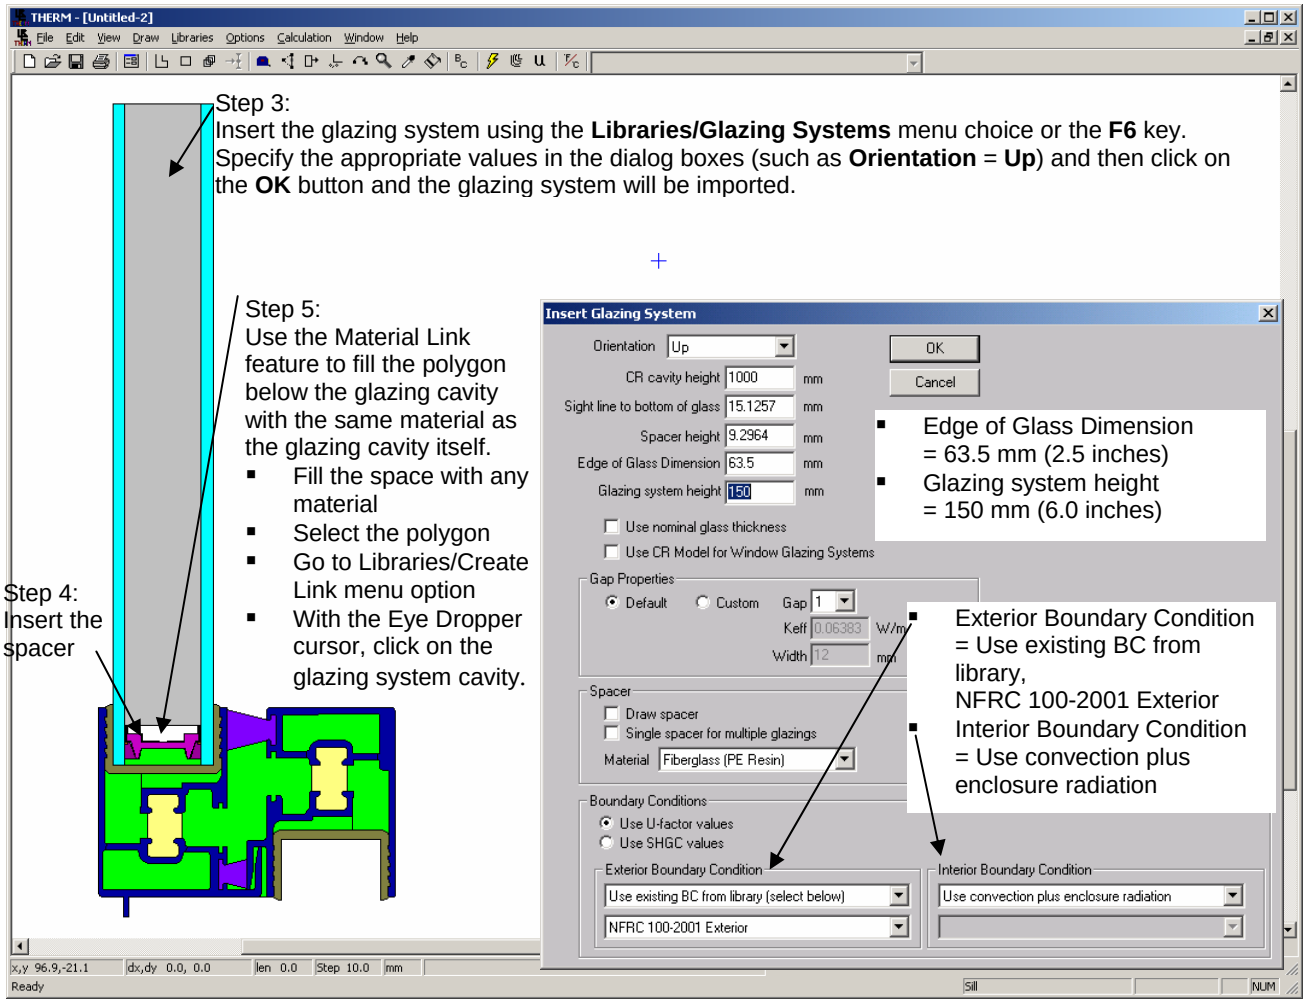

Figure 8-4. Insert the first glazing system.
3. Using the **Libraries/Glazing Systems** menu option (or the **F6** key), insert the upper glazing system, as shown in Figure 8-4. In this example, the spacer will be copied and pasted into the cross section later. Add a spacer and use the Material Link (Library/Create Link) to link the glazing system cavity conductivity with adjacent cavities in a spacer which is open to the glazing system cavity, if necessary.